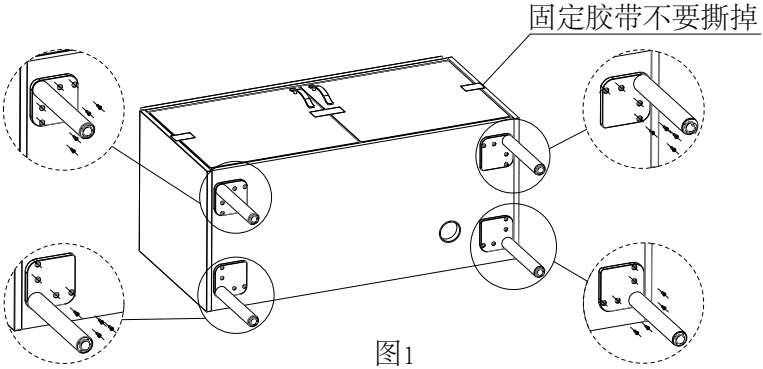

图1
1.如图1，在台盆柜底板预留螺钉孔位安装4只支脚。(支脚安装方向见圆圈内示意)
**注意：①支脚安装的位置必须按柜体底板预留孔位安装。**
**②固定螺丝必须安装牢固无松动。**
**③安装过程中不要碰伤柜体底板以及支脚。**